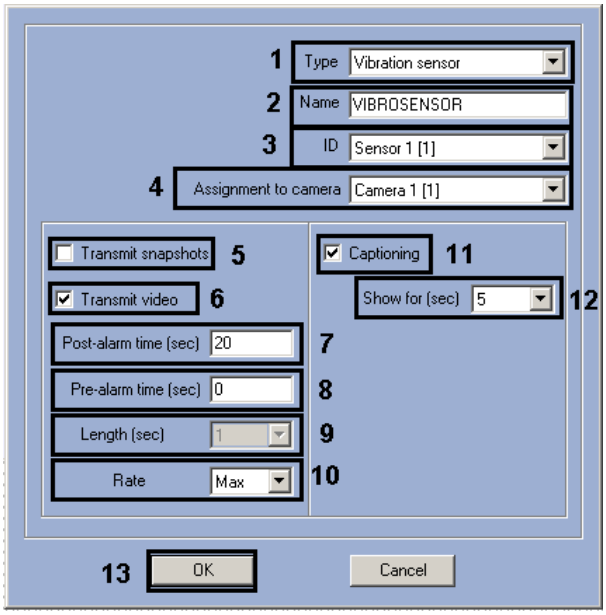

Fig. 4.3—8 Adding a sensor
3. In the **Type** drop-down list select a type of sensor from the 16 types described previously (see Fig. 4.3—8, 1).